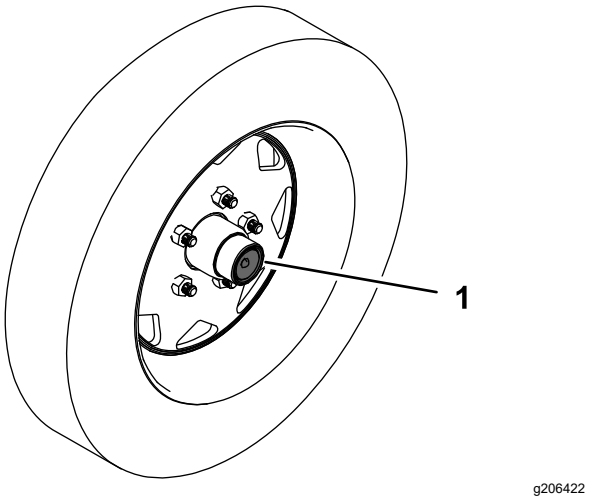
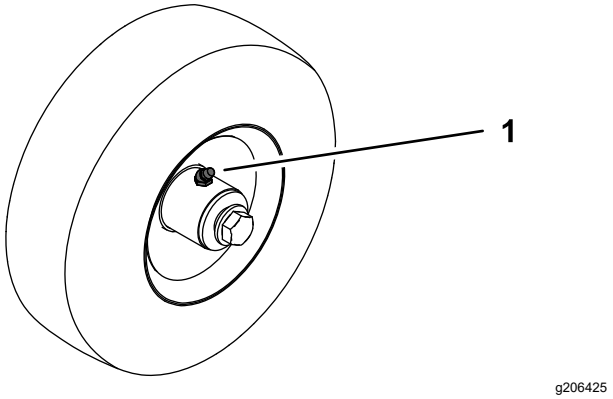

Figure 20
Figure 21
1. Retirez les obturateurs en caoutchouc de l'essieu (Figure 20).
2. Raccordez un pistolet de graissage aux graisseurs et injectez de la graisse dans les graisseurs sur l'essieu (Figure 20) et les roulettes (Figure 21) jusqu'à ce qu'elle commence à suinter des roulements.
3. Remettez les obturateurs en caoutchouc en place (Figure 20).